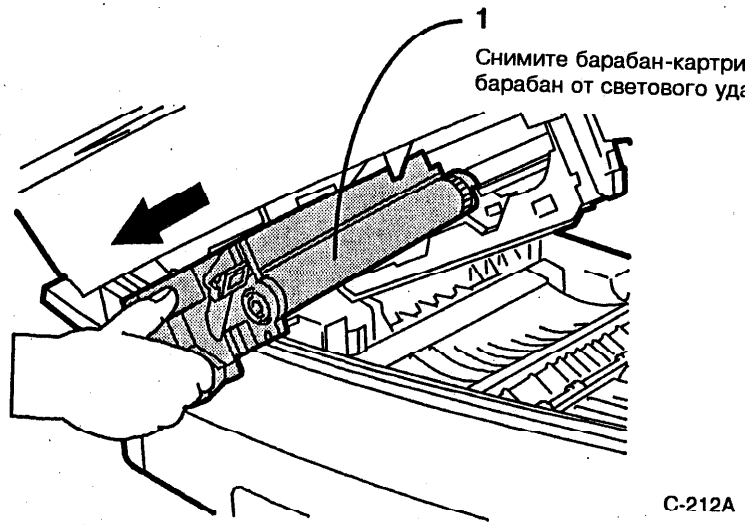

Рис. 2. Снятие барабан-картриджа
3. (Рис. 2): Снимите барабан-картридж и поместите его в черный пластиковый пакет, чтобы предотвратить световой удар.